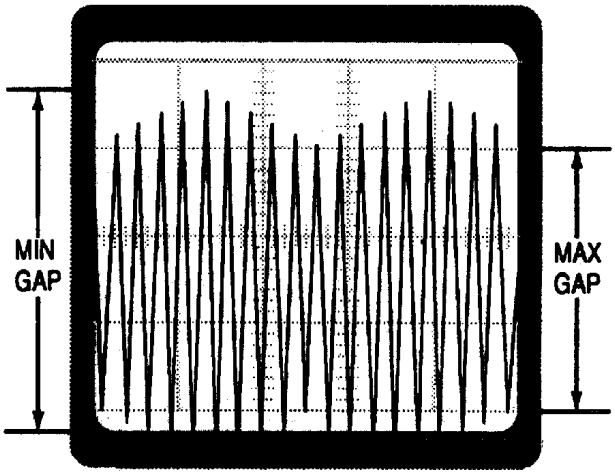

Figure 4. Signal With Test Set Adjusted To Read Maximum Gap
b. Adjust MILS GAP control until waveform troughs (figure 4) are in line (as closely as switch position will allow) with the bottom and third reference grid lines (Maximum Gap). Note reading on MILS GAP control and record on data sheet. (See figure 8.)